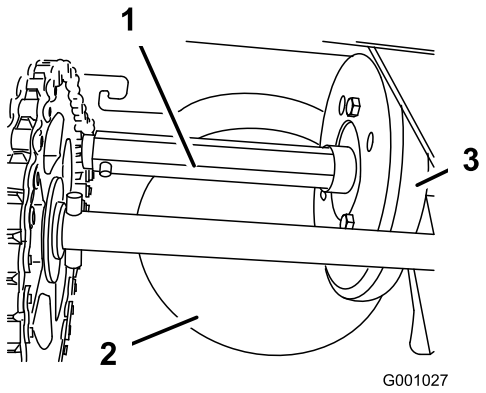

Figure 53
A. Remove the dipstick and slowly pour oil into the oil-fill tube to raise the oil level to the Full mark on the dipstick (Figure 53). **Do not overfill**.
Lightly lubricate the hex shaft yearly with automotive engine oil (Figure 53).
Important: Do not get oil on the rubber wheel or the aluminum friction drive plate because the traction drive will slip (Figure 53).